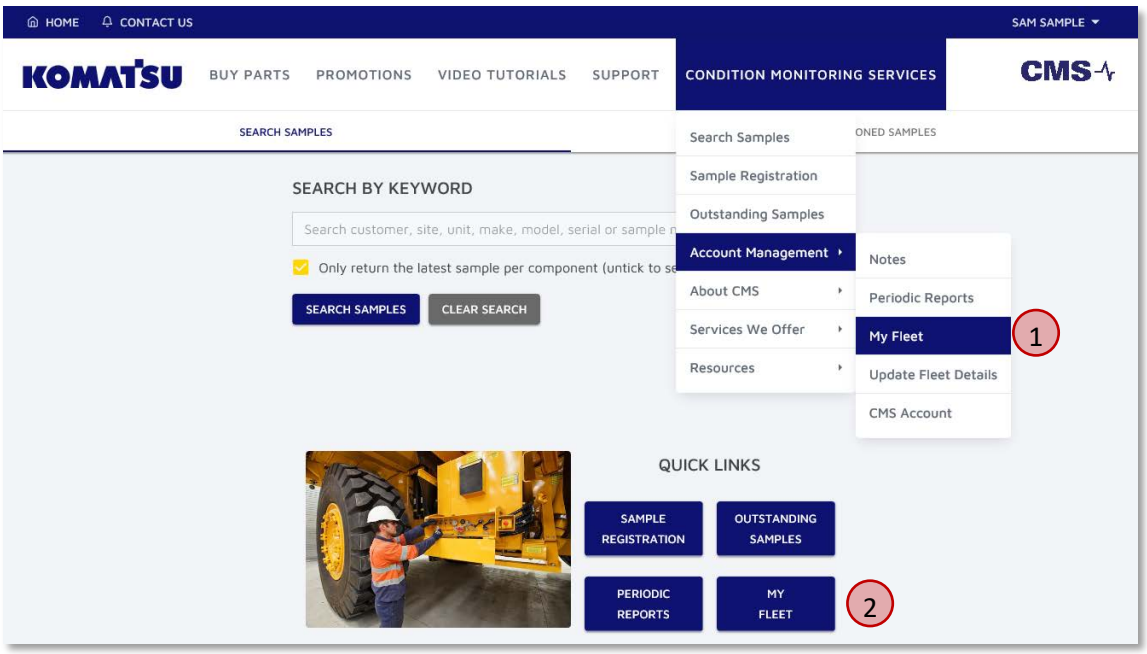

Figure 6.1 Accessing the My Fleet Page
The My Fleet page can be accessed by selecting **Condition Monitoring Services → Account Management → My Fleet** (① in Figure 6.1). Alternatively, this is also available as a quick link on the home screen (② in Figure 6.1).